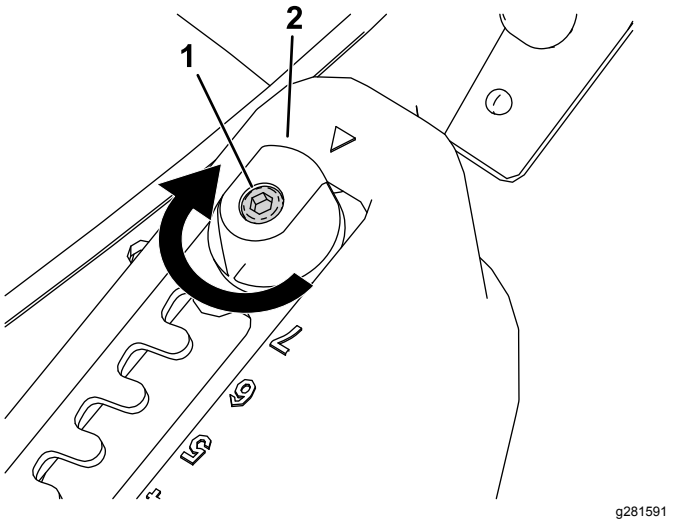
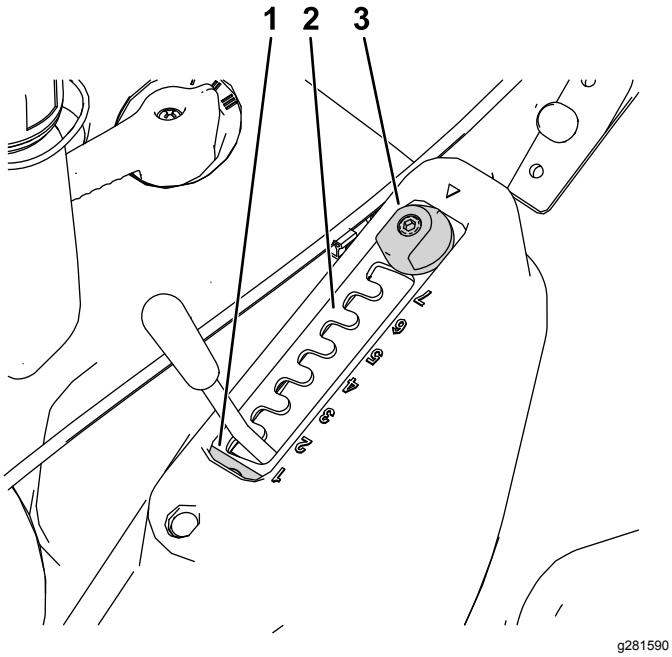

Figur 12
Figur 13
1. Lossa väljarplåtens fästskruv med en insexnyckel (Figur 12).
2. Vrid matchcut-justeraren 180° (Figur 12 och Figur 13).